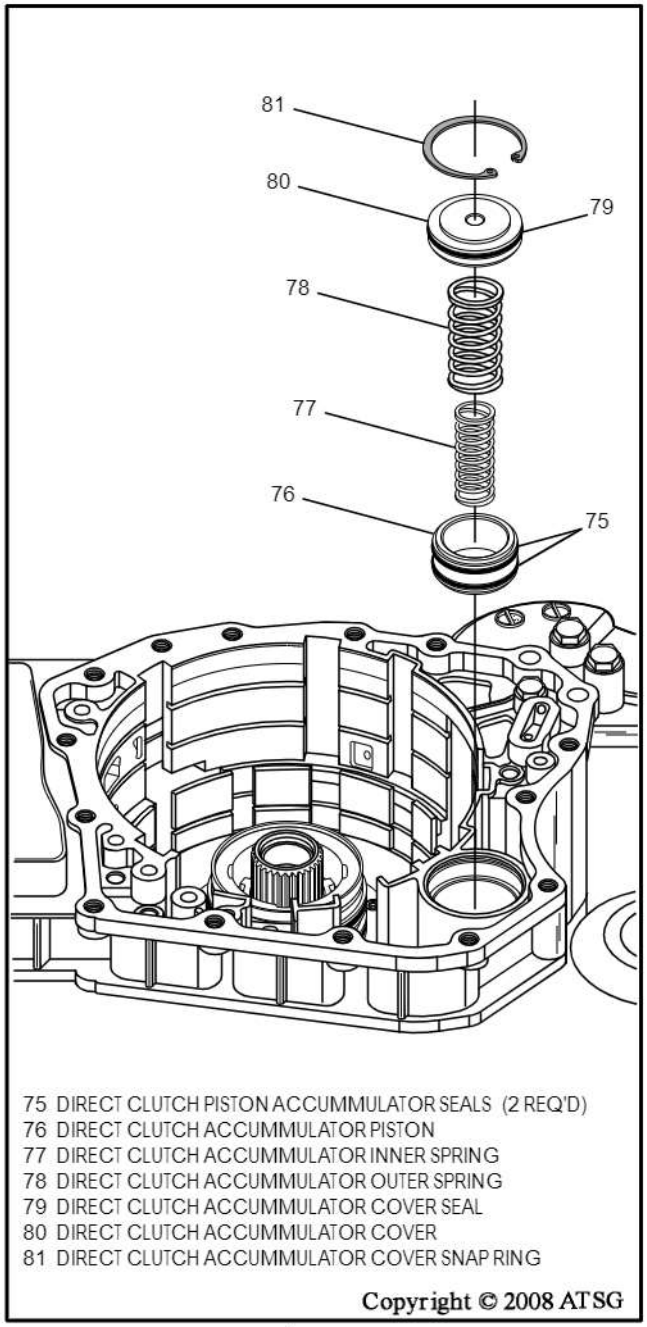

Figure 79
28. Install new seals on direct clutch accummulator piston, as shown in Figure 79, and lube with a small amount of Trans-Jel®.
29. Install direct clutch accummulator piston into case, as shown in Figure 79.
30. Install inner and outer accummulator springs into case bore, as shown in Figure 79.
31. Install new seal on direct clutch accummulator cover, as shown in Figure 79, and lube with a small amount of Trans-Jel®.
32. Install direct clutch accummulator cover into case bore, as shown in Figure 79.
33. Compress direct clutch accummulator cover and install snap ring (See Figure 79).